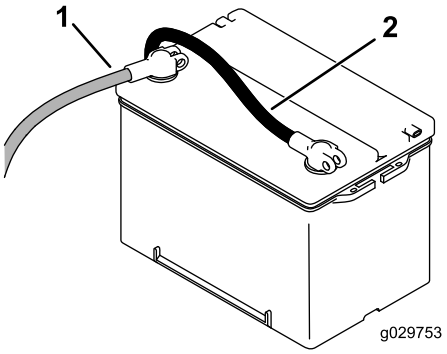

Rysunek 50
- Aby odłączyć zasilanie elektryczne maszyny, przekręć odłącznik akumulatora w lewo do pozycji OFF (Rysunek 50).
6. Podłącz przewód dodatni (czerwony) do bieguna dodatniego (+), a następnie przewód ujemny (czarny) do bieguna ujemnego (-) akumulatora (Rysunek 50).